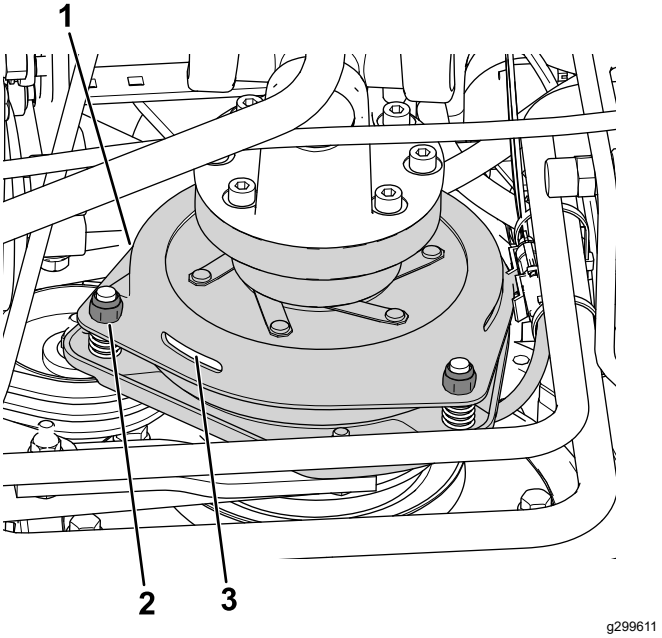

Figur 76
3. Justera luftgapet så att ett 0,3 mm bladstål kan föras in mellan kopplingskanten och friktionsplattan med lätt tryck (Figur 76).
Obs: Du kan minska gapet genom att vrida justeringsmuttrarna medsols (Figur 76). Det maximala servicegapet är 0,6 mm. Justera alla tre luftgap till 0,4 mm.